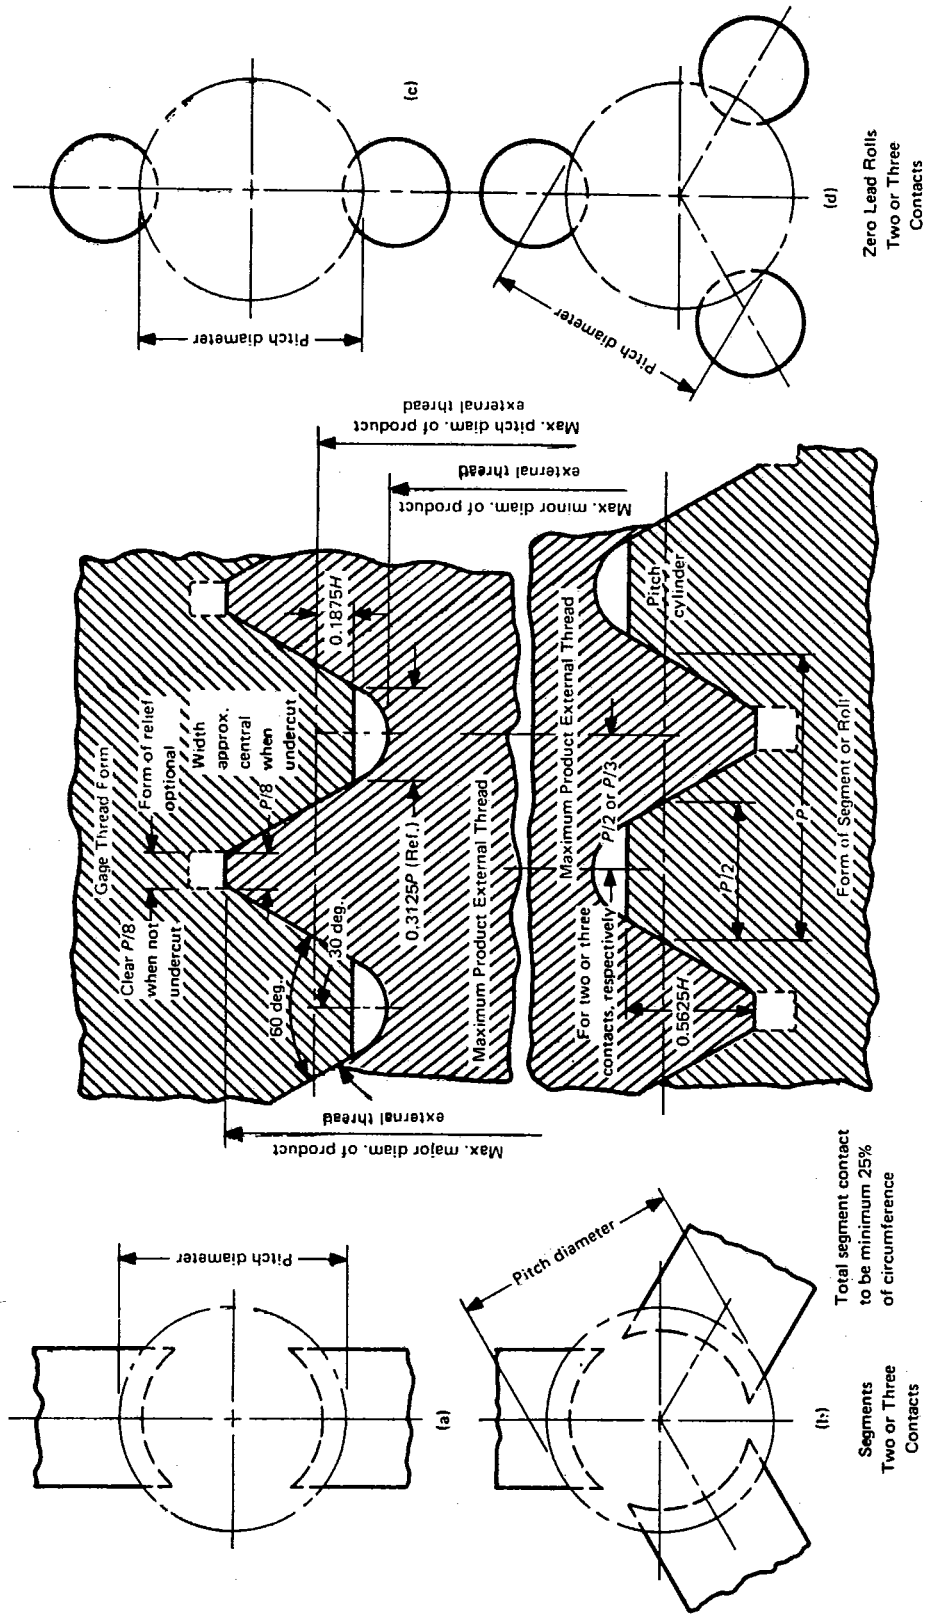
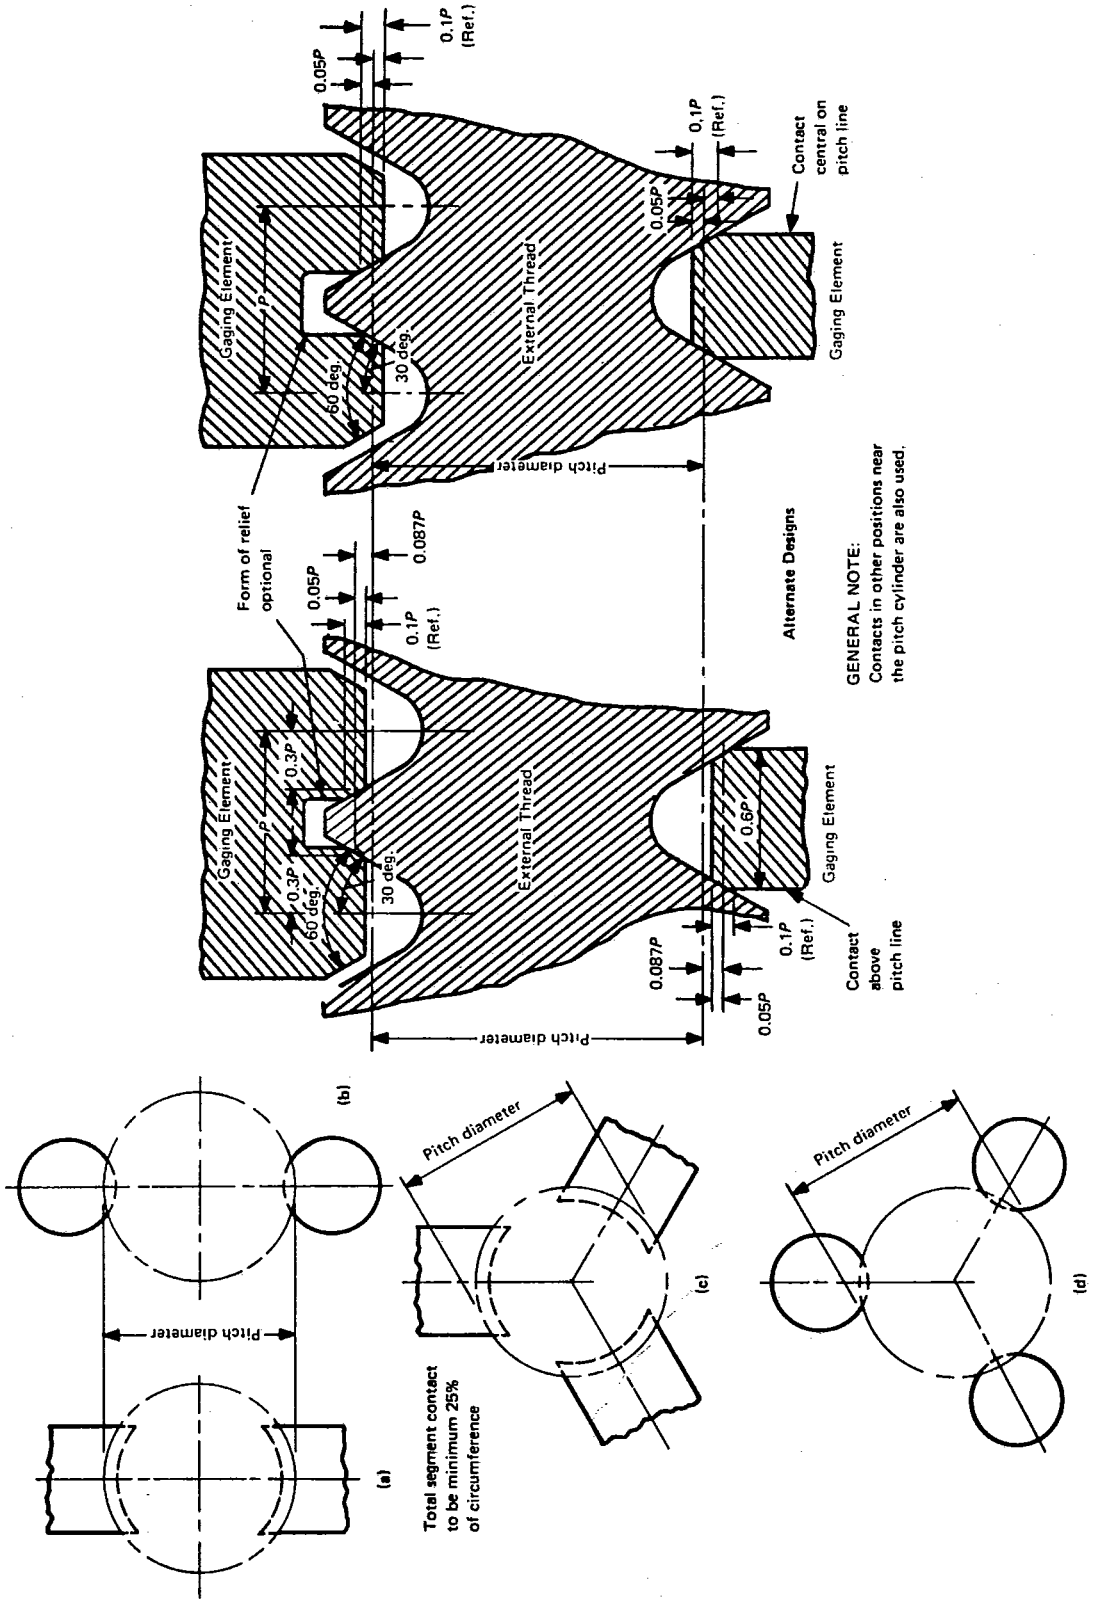
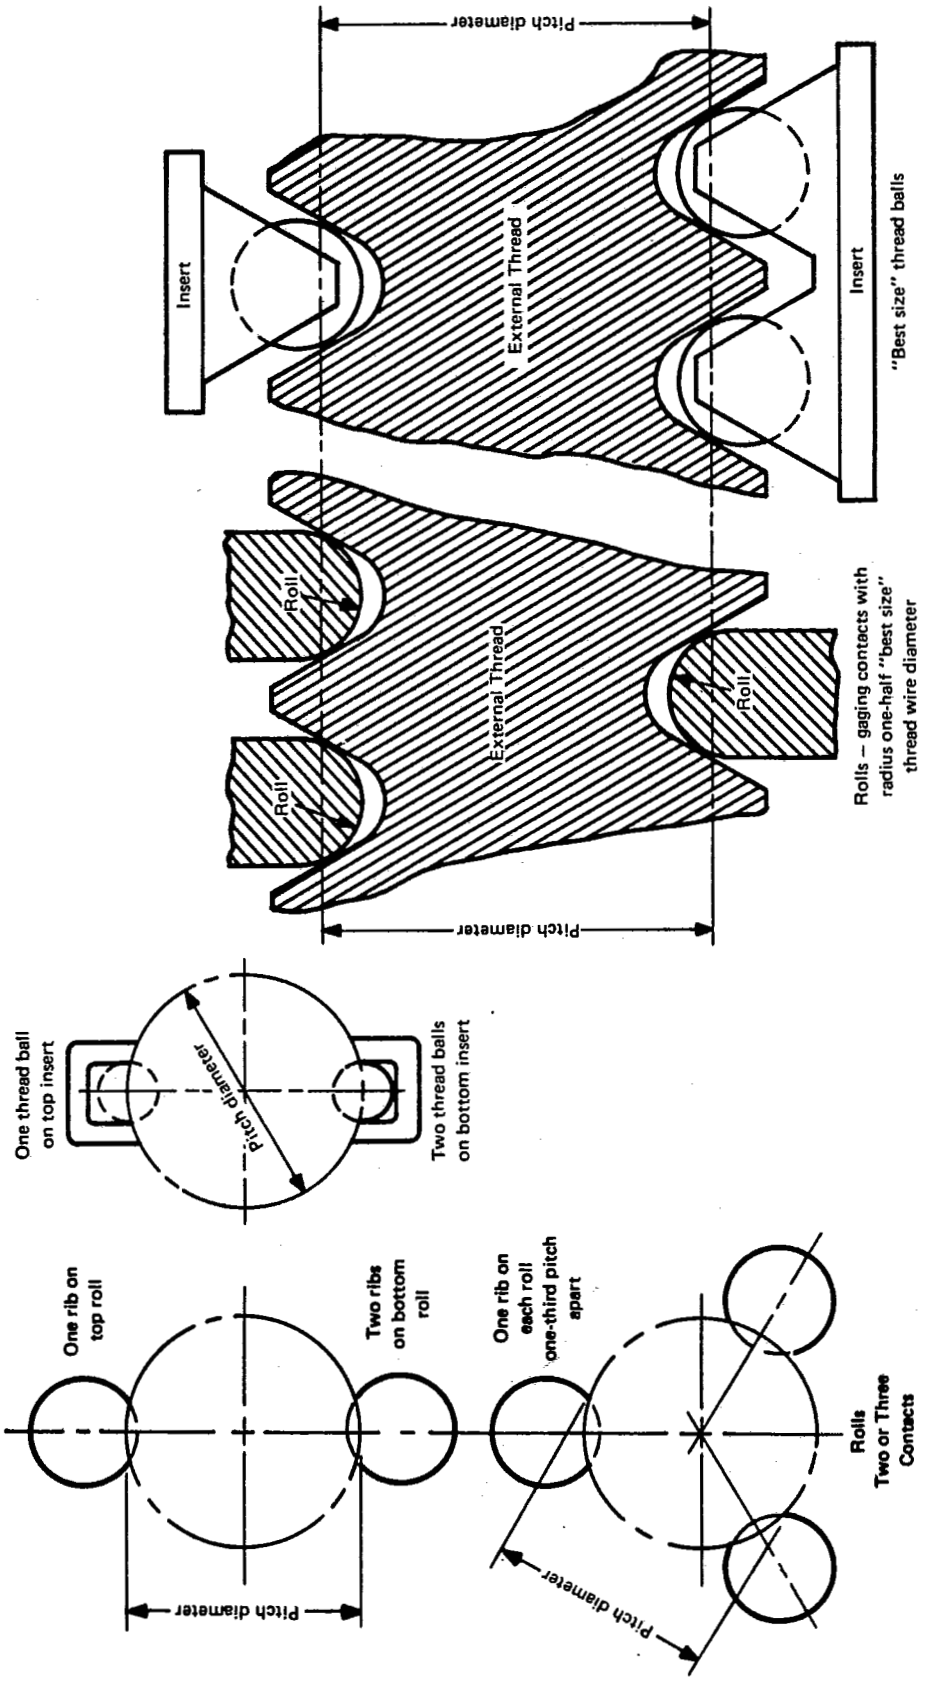
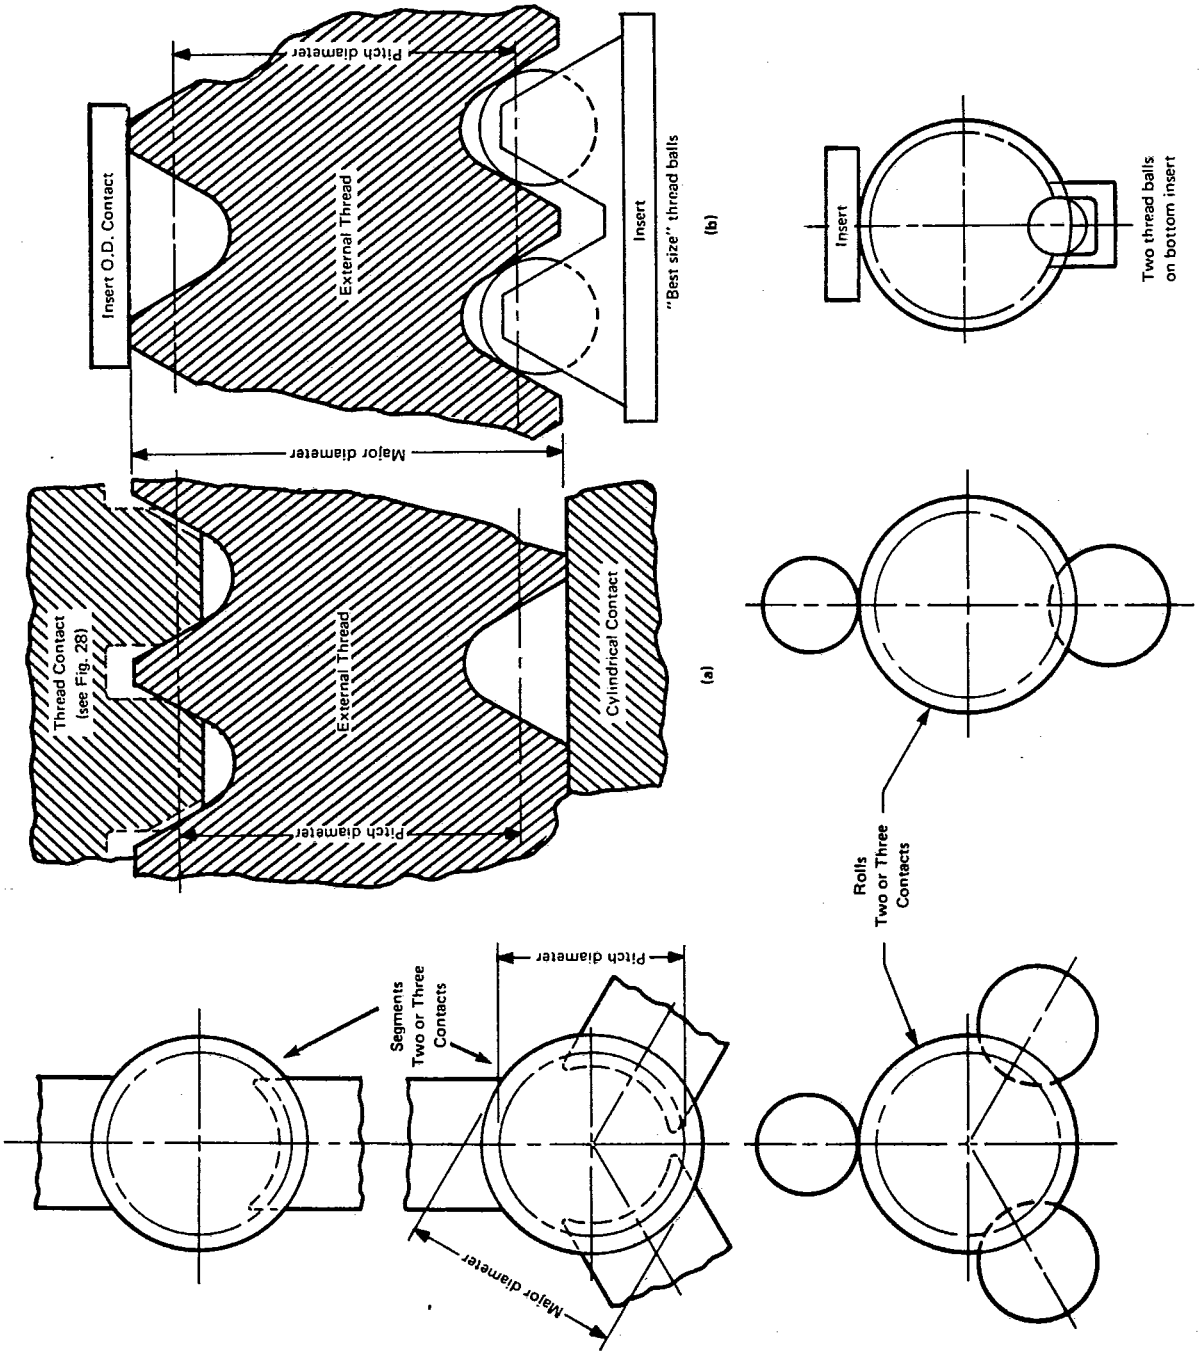

FIG. 27 INDICATING THREAD GAGES — MAXIMUM-MATERIAL GO FUNCTIONAL DIAMETER LIMIT AND SIZE (Ref. Table 1 — Columns A_1 and A_2, B_1 and B_2)
FIG. 28 INDICATING THREAD GAGES — MINIMUM-MATERIAL PITCH DIAMETER LIMIT AND SIZE — CONE AND VEE (Ref. Table 1 — Columns C_1 and C_2)
FIG. 29 INDICATING THREAD GAGES — MINIMUM-MATERIAL THREAD-GROOVE DIAMETER LIMIT AND SIZE
FIG. 30 INDICATING THREAD GAGES — DIAMETER RUNOUT — MAJOR TO PITCH DIAMETER
5.9.3 Thread Form. The specifications for thread form for GO functional maximum-material segments and rolls are summarized in Table 7 and Fig. 27.
5.10.3 Thread Form. The specifications on form of cone and vee rolls and segments, thread-groove diameter type rolls, and ball type are shown in Figs. 28 and 29.
5.11.2 Basic Design. Indicating gages have three contacts, one plain and two threaded, at 120 deg.; or two contacts, one plain and one ball type, or one plain and one threaded, at 180 deg. The threaded segments or roll contacts are minimum-material pitch diameter type (see Fig. 28). Ball type is shown in Fig. 30, sketch (b). The length of the plain and threaded contacts is designed equal to the length of the standard GO ring gages (see ANSI/ASME B47.1aM and Table C1). The indicating gage is set to a basic full-form setting thread plug gage with plain gaging contact on the outside diameter of the thread-setting plug gage and ball, or thread contact on the pitch diameter of the thread-setting plug gage.
5.11.3 Thread Form, Thread Crests, and Lead and Half-Angle Variations. The specifications for thread form, thread crests, and lead and half-angle of thread segments and thread rolls are noted in para. 5.10. Plain contacts have a line bearing on the major diameter of the product (see Fig. 30).
5.12.3.1 Cumulative Thread-Element Differential Gaging. Indicating gages have either three contacts at 120 deg. spacing or two contacts at 180 deg. spacing. The indicating gages with segments or rolls as shown in Figs. 27 and 31A, sketch (a), give the functional size indicating reading Z. The indicating gage with cone and vee segments or rolls with one thread pitch engagement at pitch line (Fig. 28), thread-groove diameter type, and PD ball insert type (Fig. 29), all shown in Fig. 31A, sketch (c), give the pitch diameter size indicating reading X. The difference in the indicator readings Z − X between the types of gages gives the cumulative thread-element differential reading, which corresponds to the pitch diameter equivalent $\Delta d_2 C$ for the combined lead (helix), flank angle, roundness, and taper variations on the product thread (see Fig. 31A).
to Figs. 27 and 31A, sketch (b), is compared to the reading Z using the functional size gage shown in Figs. 27 and 31A, sketch (a).
5.12.4.2 Roundness, Straightness, and Taper Differential Gaging. By the use of cone and vee segments or rolls [Figs. 28 and 31A, sketch (c)], thread-groove diameter type [Figs. 29 and 31A, sketch (c)] or PD ball-insert type [Fig. 31A, sketch (c)], the roundness, straightness, and taper of pitch cylinder are checked. Rotate the product between contacts on thread for maximum difference in roundness readings. Two contacts spaced 180 deg. apart give even lobing out-of-round measurement. Three contacts spaced 120 deg. apart give odd lobing out-of-round measurements. Translate the product thread between contacts along the axis of the thread without rotation for maximum difference in straightness and taper.
5.12.5 Thread Form. The functional segments or rolls [Fig. 31A, sketch (a)] are described in para. 5.9. The full-form single-thread vee segment or roll [Figs. 28 and 31A, sketch (b) lower contact] has a depth of thread equivalent to the functional type, but relieved on the outside thread flanks. The full-form cone segment or roll [Figs. 28 and 31A, sketch (b) upper contact] has a $P/8$ flat on outside diameter. The cone and vee segments or rolls [Fig. 31A, sketch (c)] are described and shown in Fig. 28. Thread-groove diameter type [Fig. 31A, sketch (c)] is described and shown in Fig. 29. PD ball-type insert [Fig. 31A, sketch (c)] is described and shown in Fig. 29.